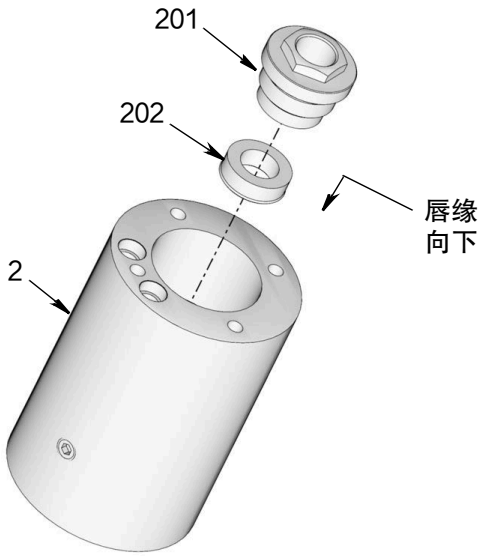

图 36
1. 在封装的 U 形杯 (202) 上抹上薄薄一层滑脂。
2. 使用平的钝头工具放置 U 形杯 (202) 置于泵适配器 (2) 中，唇缘朝下（图 36）。
3. 把六角螺母（201）装到泵适配器 (2) 上。用扳手拧紧螺母（图 36）。用 18–22 英尺磅（24–30 牛 • 米）的扭力拧紧。